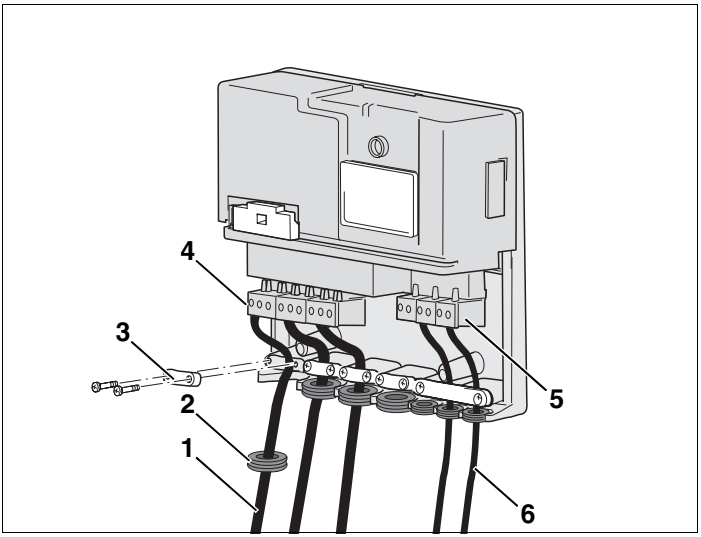

Rys. 11 Wykonanie przyłącza elektrycznego
- W tym celu nałożyć najpierw przelotki gumowe (rys. 11, **poz. 2**) na przewód.
- Przewód sieciowy (rys. 11, **poz. 1**), przewód magistrali danych (rys. 11, **poz. 6**) i inne komponenty połączyć z zaciskami (rys. 11, **poz. 4** lub **5**) modułu funkcyjnego zgodnie ze schematem montażowym.
- Skręcić prawidłowo elementy odciążenia naciągu (rys. 11, **poz. 3**) z załączonymi obejmami.